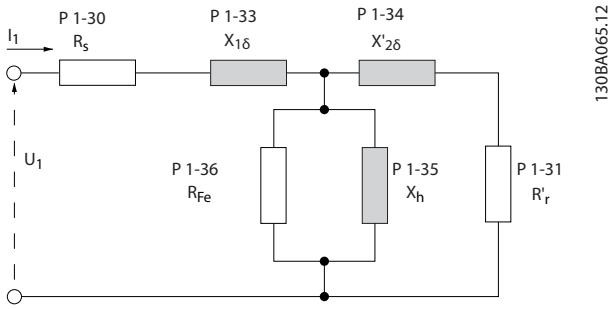

Figure 3.6 Motor Equivalent Diagram of an Asynchronous Motor
A simple check of the X1 + Xh sum value is to divide the line-to-line motor voltage by the sqrt(3) and divide this value by the motor no load current. [VL-L/sqrt(3)]/I_{NL} = X1 + Xh, see *Figure 3.6*. These values are important to magnetize the motor properly. For high-pole motors, it is highly recommended to perform this check.